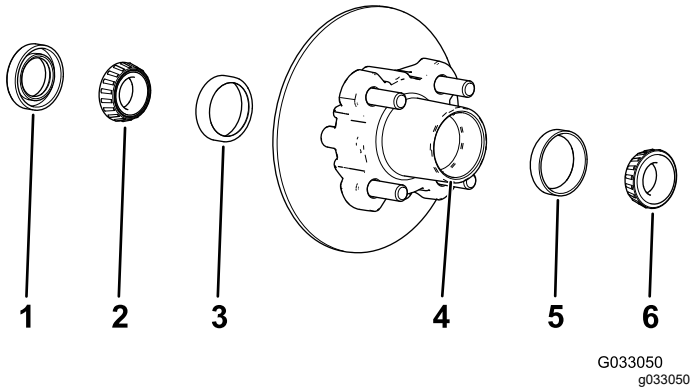

Figur 32
1. Fjern det udvendige leje og lejeløberingen fra navet (Figur 32).
2. Fjern forseglingen og det indvendige leje fra navet (Figur 32).
5. Rengør navets fordybning for alt smøremiddel, snavs og tilsmudsning (Figur 32).
7. Fyld navets fordybning 50 til 80 % med det anførte smøremiddel (Figur 32).
8. Monter det indvendige leje på lejeløberingen på den indvendige side af navet, og monter forseglingen (Figur 32).